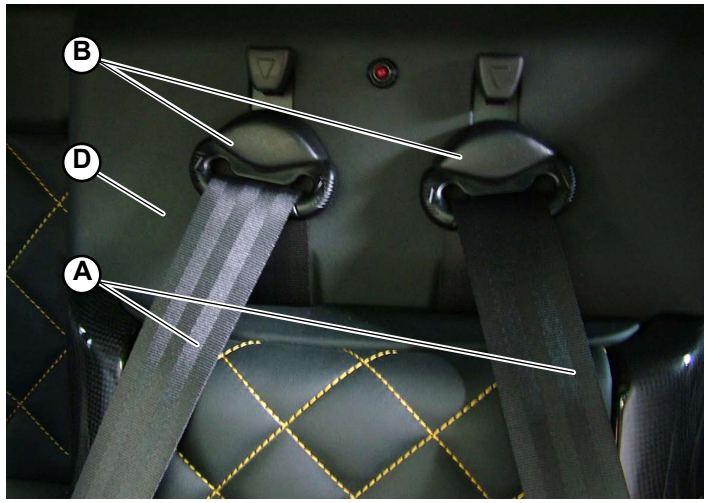
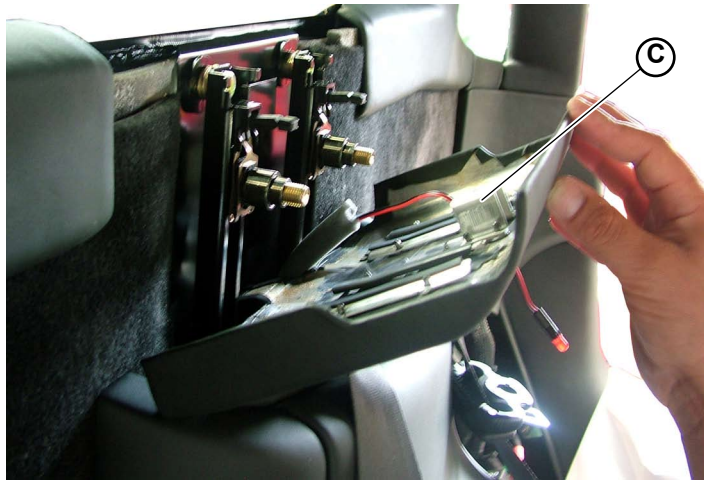

Fig.9
Fig.10
1. Unscrew the 2 screws (**B-Fig.9**) to remove the belts (**A-Fig.9**) from the guides.
2. Unscrew the 2 screws (**C-Fig.10**) securing the rear of seatbelt retractor cover (**D-Fig.9**).